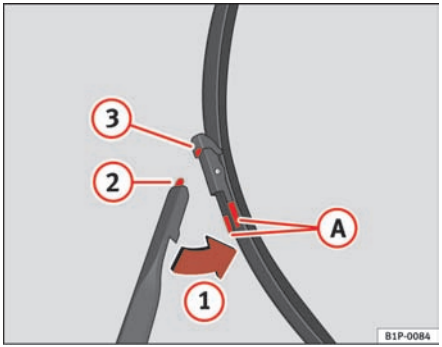

Fig. 149 Changing the front wiper blades
– Press on the side tabs (A) and release the blade moving it in the direction of the arrow (1) ⇒ fig. 149.
– Insert the tab (2) into the slot (3) of the blade. ⇒ fig. 149. ▶
– Move the blade towards the arm in the opposite direction of the arrow (1),until it clicks into position ⇒ page 210, fig. 149.